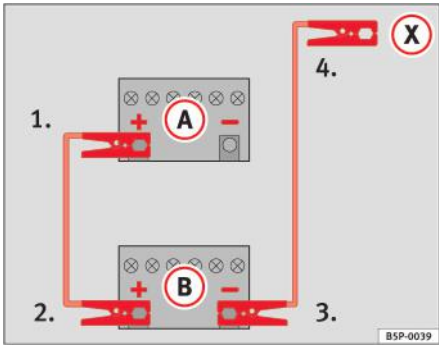

Fig. 150 Modul de conectare a cablurilor pentru pornirea asistată
⇒ fig. 150 Imaginea (A) prezintă bateria descărcată, iar imaginea (B) prezintă bateria încărcată.
1. Conectați unul din capetele cablului roşu la borna pozitivă ⇒ fig. 150 (+) a automobilului cu bateria descărcată ⇒ ⚠.
4. Conectați celălalt capăt al cablului negru (X) la o piesă solidă din metal fixată de blocul motor sau chiar la blocul motor al automobilului cu bateria descărcată. Nu conectați cablul într-un punct aflat în apropierea bateriei ⇒ ⚠. La automobilele cu bateria amplasată sub roata de rezervă, cablul de urgență negru trebuie conectat direct la o piesă metalică solidă din portbagaj. Nu trebuie niciodată conectat direct la borna negativă a bateriei.